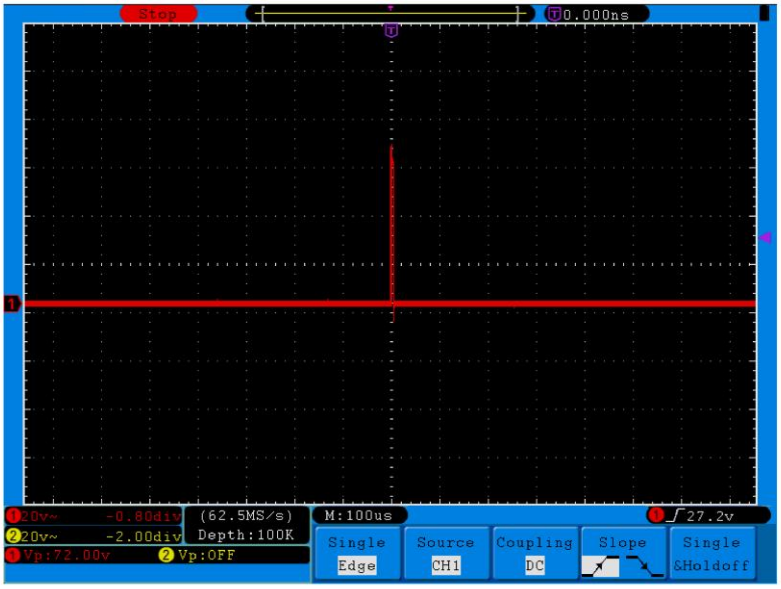

Abb. 80 Aufzeichnen eines Einzelsignals
15. Prüfen Sie die Triggerstatusanzeige am oberen Bildschirmrand. Ist sie nicht bereit, drücken Sie die **Run/Stop**-Taste, um mit der Aufzeichnung zu beginnen, und warten Sie auf einen Trigger. Wenn ein Signal den eingestellten Triggerpegel erreicht, wird eine Abtastung gemacht und dann auf dem Bildschirm ausgegeben. Auf diese Weise kann ein zufälliger Impuls leicht erfasst werden. Wenn wir zum Beispiel einen Impuls mit hoher Amplitude finden wollen, setzen wir den Triggerpegel auf einen leicht höheren Wert als den Mittelwert des Signalpegels, drücken dann die **Run/Stop**-Taste und warten auf einen Trigger. Tritt ein Impuls auf, wird das Gerät automatisch triggern und die Wellenform aufzeichnen, die im Zeitraum um die Triggerzeit erzeugt wurde. Drehen Sie den Einstellknopf **HORIZONTAL POSITION** im Horizontal-Bedienfeld, um die horizontale Triggerposition so zu verändern, dass eine negative Verzögerung entsteht, mit der Sie die Wellenform vor dem Impuls einfach beobachten können (siehe **Abb. 80**).